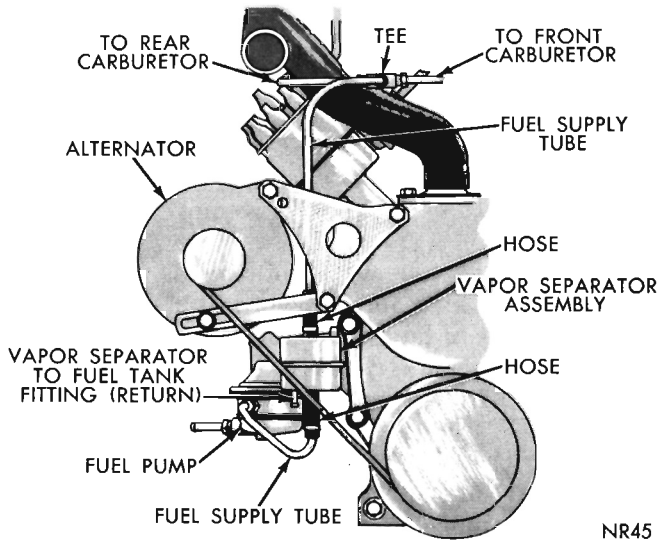

Fig. 8—Fuel Vapor Separator Mounting (426 Hemi Engine)
(1) Drain fuel tank dry by disconnecting fuel line at pump and then connect a siphon tube. Collect drained fuel in a suitable container. Disconnect fuel line ground strap and wire lead to gauge unit. (Front center near top of tank) (Fig. 8).
(2) Disconnect vent tube from filler tube at connector.
(3) Remove screws that hold filler tube and gasket, to rear quarter panel.
(4) Remove 5 screws and washers that attach filler tube seal to floor pan, then remove end of vent tube from seal.
(5) Grasp filler tube with both hands, twist tube, and at the same time, force downward into tank, until end of tube clears quarter panel. Remove gasket. (If tube is frozen in tank, use a rubber lubricant around joint and work into grommet, after sliding dust shield out of way.)
(6) Twist (or rotate) filler tube approximately 180 degrees, then work tube carefully out of tank and dust shield seal. Remove tube from inside of trunk compartment.
(7) Remove nut that holds tank retaining strap to